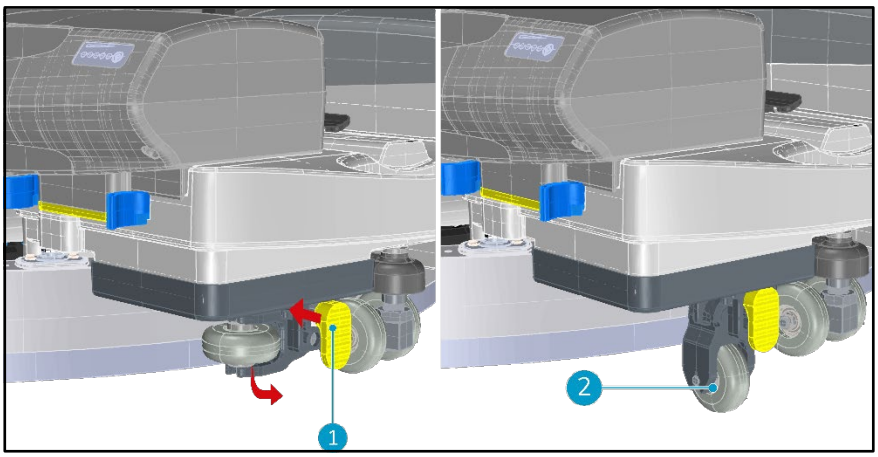

Figure 20C
2. Push the lever (Figure 20C, pos. 1) following the arrow .
3. Pull the lifter kit down. The wheel will go down (Figure 20C, pos. 2).
5. To deactivate push the lever.(Fig. 20C,1) The weight of the machine will push the lifter kit in.